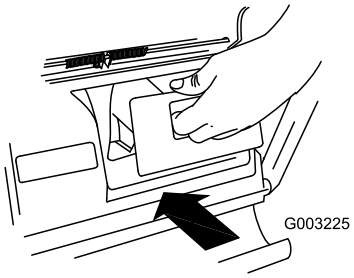

**Figuur 21**
**Belangrijk:** **Controleer of de afsluiter van de achterafvoer is gemonteerd, alvorens het maaisel te recyclen (Figuur 21).**